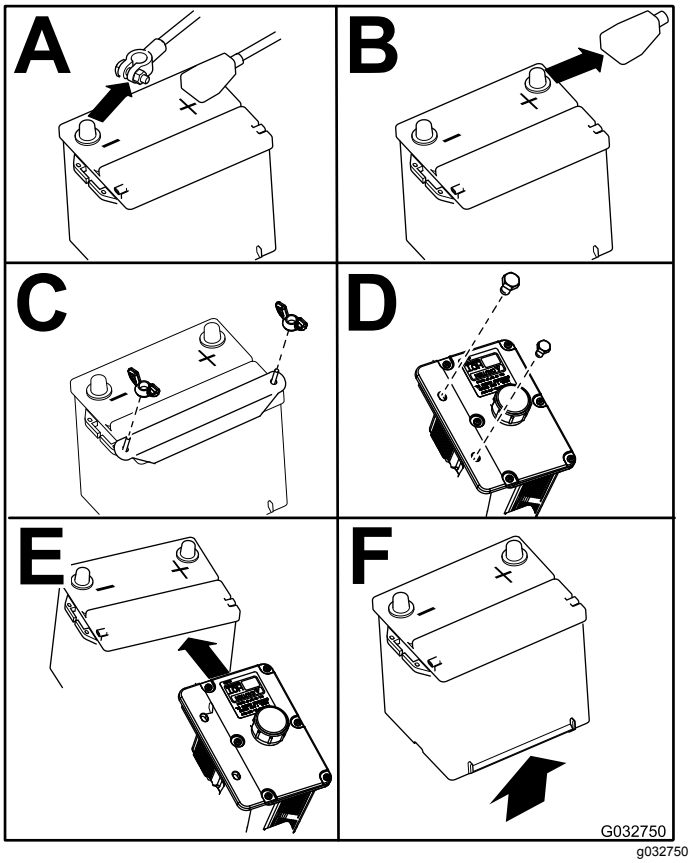

Figur 69
3. Fjern batteriet, som vist i Figur 69.